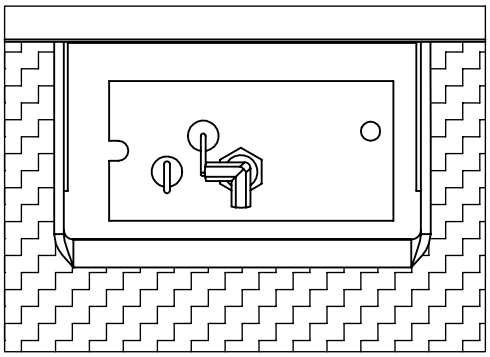

Figure 21. Ignitor assembly beside the burner (Shield Hidden).
10. Reinstall the burner, porcelain panels, glass tray, glass material, and glass door. Also refer to Secondary Installation - Firebox Liner & Burner Tray Removal/Installation in your Owner's Manual. When re-installing the burner, ensure that the burner to pilot hood relationship is similar to what is shown in Figure 21.